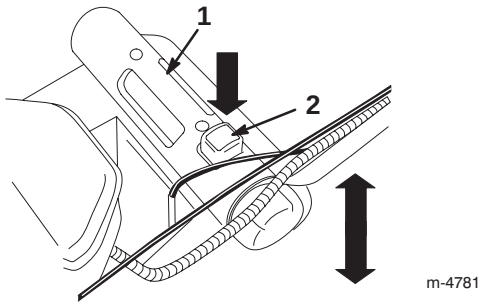

Bild 11
4. Drücken Sie die rote Taste am Schnitthöhen-Einstellgriff und halten sie gedrückt, um die Schnitthöhe nach oben und unten zu verstellen (Bild 11).